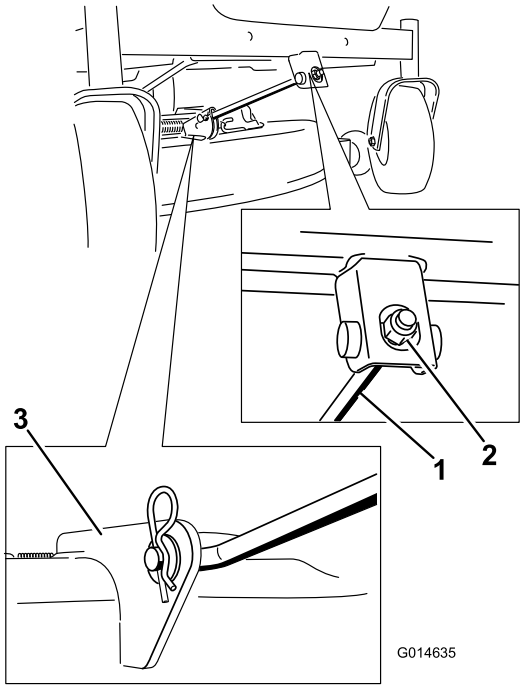

Figur 67
4. Fjern låseclipsen fra den forreste støttestang, og fjern stangen fra skjoldbeslaget (Figur 67). Sænk forsigtigt klippeskjoldets forende til jorden.
6. Fastgør den forreste støttestang til klippeskjoldet med gaffelbolten og låseclipsen (Figur 67).